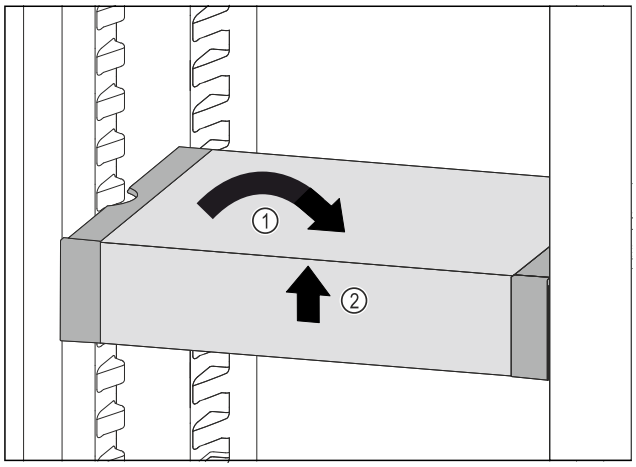

Fig. 170
▶ Remettre le VarioSafe droit. *Fig. 170 (1)*
▶ Soulever la partie avant du VarioSafe. *Fig. 170 (2)*